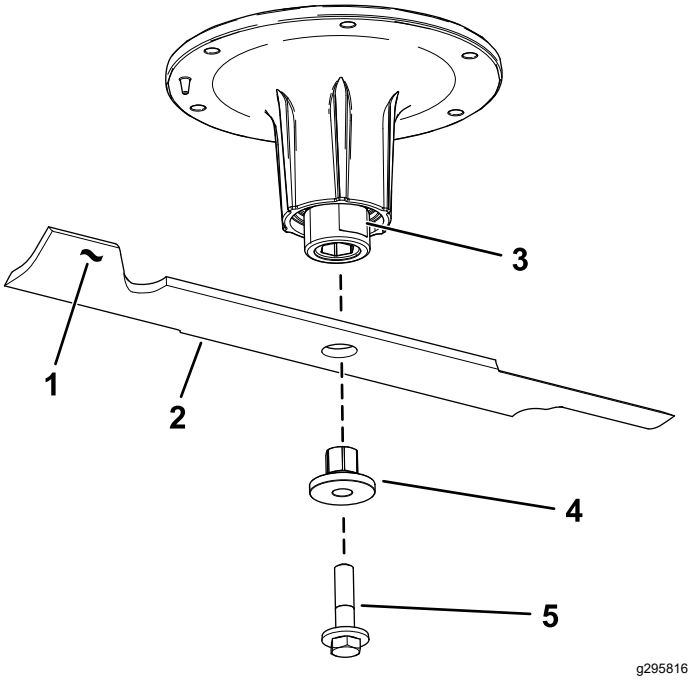

Figur 105
2. Ta bort knivskruven, bussningen och kniven från spindelaxeln (Figur 105).